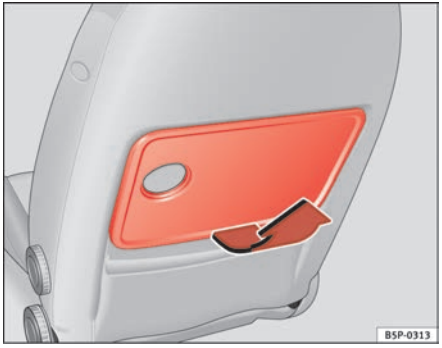

Fig. 97 Folding table of front left seat
– To use the table, open it up in the direction of the arrow ⇒ fig. 97.